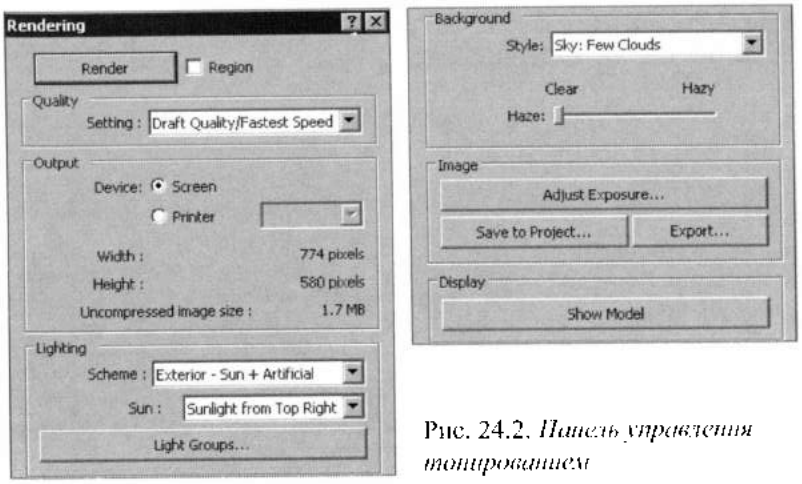
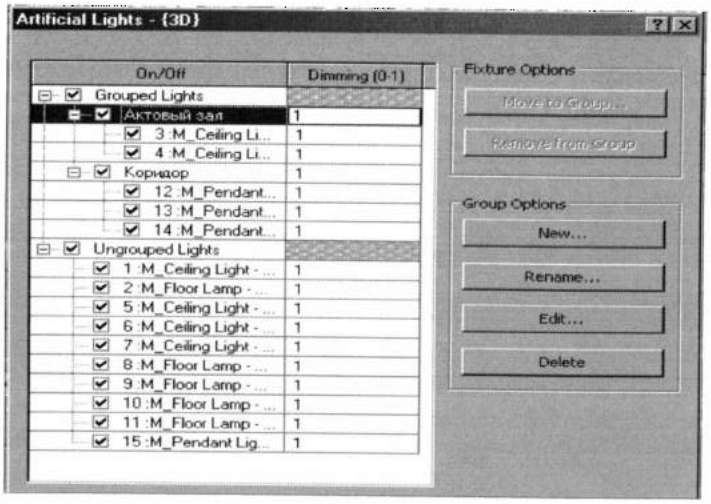

Рис. 24.2. *Панель управления тонированием*
Рис. 24.9. *Создание и редактирование групп освещения на 3М-виде*
Тонирование выполняется под управлением панели **Rendering** (Тонирование) (рис. 24.2), которую можно открыть на 3М-виде следующими способами:
Для работы с группами освещения необходимо в разделе **Lighting** (Освещение) (см. рис. 24.2) выбрать в списке **Scheme** схему, включающую искусственные источники света, и затем кнопкой **Artificial Lights** (Искусственные источники света) открыть одноименный бокс (рис. 24.9). В этом боксе перечисляются все осветительные приборы в модели здания, как разгруппированные, так и сгруппированные источники света. В этом боксе можно создавать и изменять группы источников света, добавлять и удалять отдельные осветительные приборы в группе. При тонировании в этом боксе можно уменьшать интенсивность света и включать целые группы или отдельные осветительные приборы в группе.
в отличие от рис. 24.9 функции включения/выключения и управления яркостью отсутствуют.
2. Открыть одним из описанных выше способов бокс **Artificial Lights {3D}** (см. рис. 24.9).